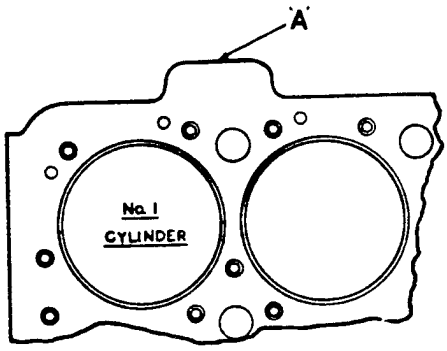
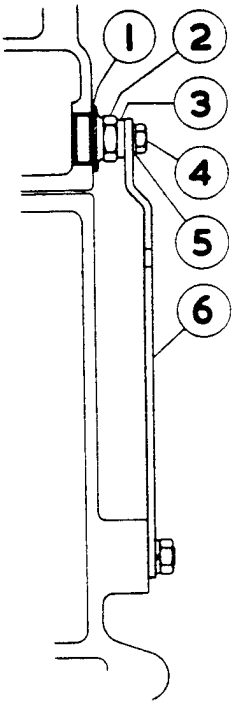

FIG.8. SCRAP VIEW SHOWING CRANKCASE LUG ('A').
FIG. 12. METHOD OF FIXING FILTER MOUNTING PLATE TO CYLINDER HEAD.
(iv) Observe whether the crankcase front lug, 'A' Fig.8(situated at top of cylinder block on R.H.side of crankcase,) has been machined back and tapped to take stud (1). If not, proceed as follows:-
a) File back the face of the lug until the filter mounting plate(5) when offered up to the crankcase lies FLAT against this lug and the two lower studded lugs.
b) With the filter mounting plate in position, centralise its two lower holes with the existing studs on the crankcase and temporarily secure in position. Using the mounting plate as a template, mark off the lug and drill a .213"(5.41m/m)dia. hole to a depth of .450"(11.42 m/m) and tap .250" dia. 26 T.P.I.-R.H. Remove the mounting plate and fit the stud(1) KB-751/Z. This makes the 3rd fixing point for the filter mounting plate.
(vi) File back the face of the crankcase front lug, 'A' Fig.8 and fit the stud (1) KB-751/Z as described in sub-para. (iv) of Para. 3 for Scheme 'A'.
8. METHOD OF FIXING UPPER END OF FILTER MOUNTING PLATE TO CYLINDER HEAD WHEN THE CRANKCASE FRONT LUG 'A' FIG.8 IS ABSENT (REFER TO FIG. 12.)